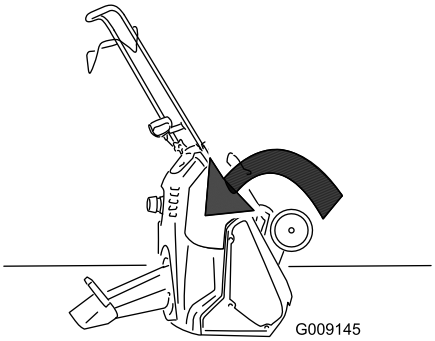

Figur 32
11. Tippa snöslungan framåt på dess framsida så blir det enklare att montera avgasskärmen (Figur 32).